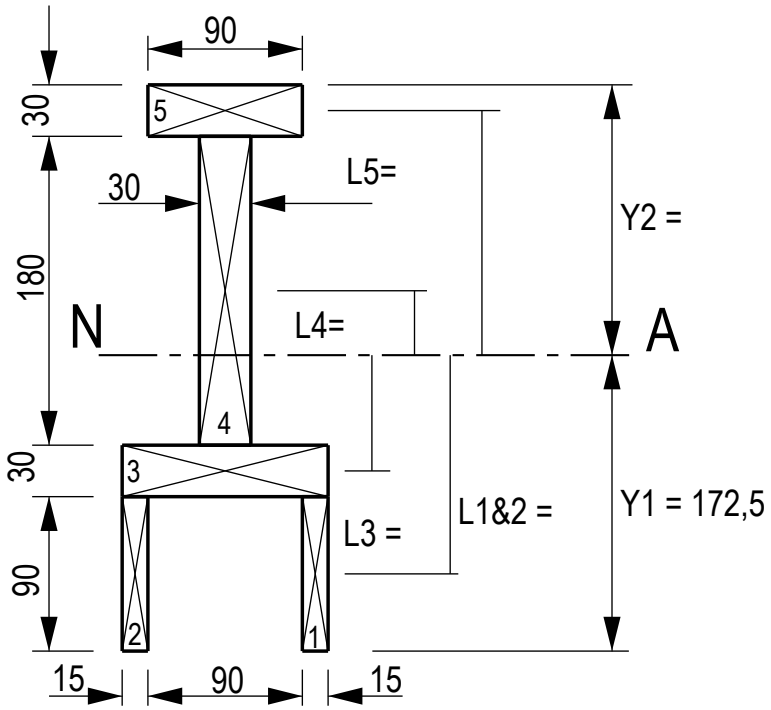

FIGURE 4
FIGURE 4 below shows a compound sectional view of five rectangular parts. The total area of the sectional view is 14 400 mm^2. The neutral axis is 172,5 mm measured from the bottom.
7.1 Draw a large, neat drawing of FIGURE 4.